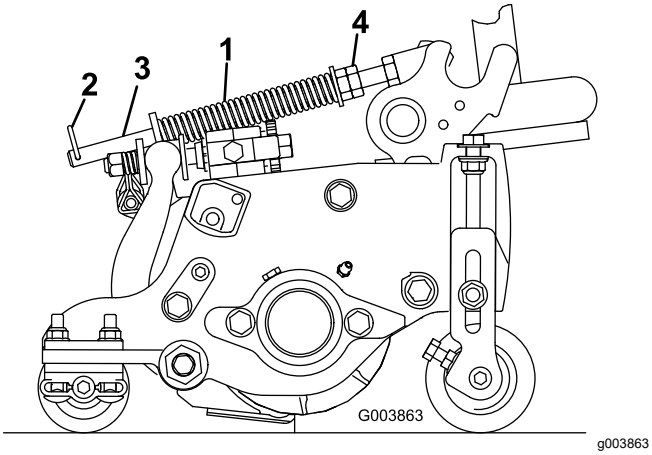

Figur 21
Dekkekompenseringsfjæren (Figur 21) overfører vekten fra den fremre til den bakre valsen. Dette er med på å redusere bølgemønsteret i gresset, også kjent som "ondulering".
1. Kontroller at hårnålssplinten er installert i det bakre hullet på enden av stangen (Figur 21).
2. Stram til sekskantmutrene foran på fjærstangen helt til den komprimerte lengden på fjæren er 15,9 cm. Se Figur 21.